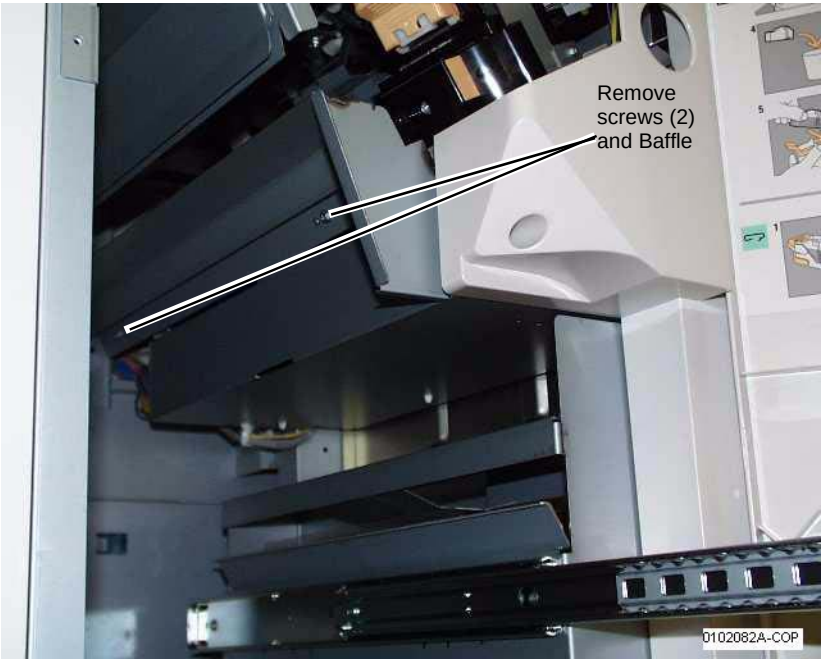

Figure 1 Removing Baffle
5. Remove the Baffle (Figure 1).